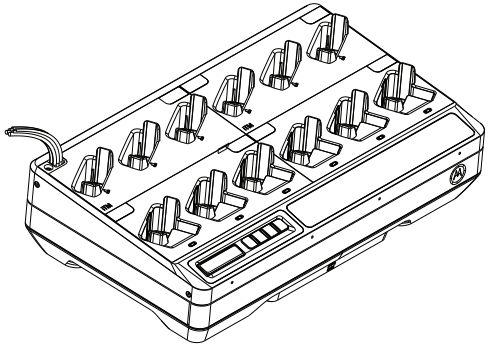

Рис. 15. Все кабели выводятся через верхнюю левую и верхнюю правую боковые панели зарядного устройства.
6. Все кабели выводятся через верхнюю левую и верхнюю правую боковые панели зарядного устройства (см. Рис. 15).